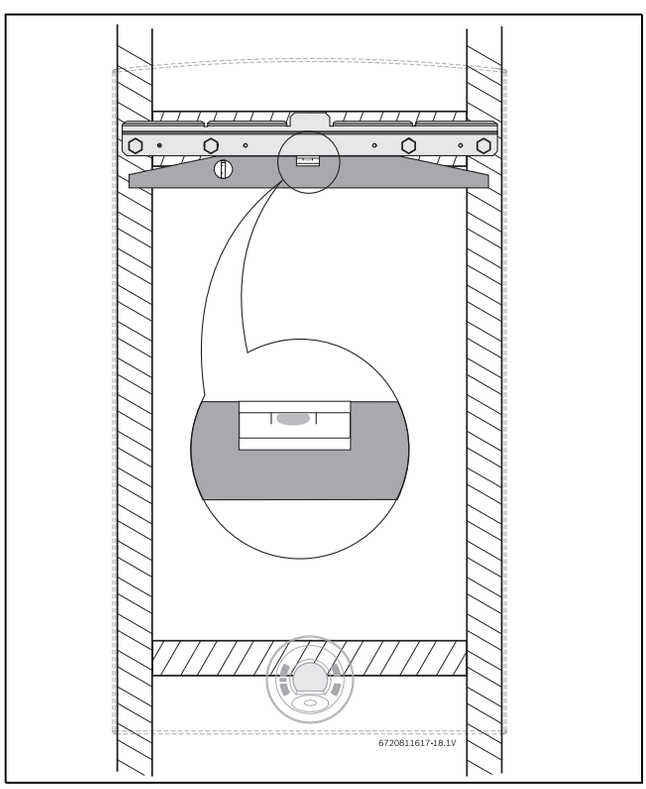

Fig. 30 Leveling wall mounting bracket
- Secure the wall mounting bracket provided with the heater to a wall surface. The heater must be kept level on the wall surface, see fig. 30, page 25.